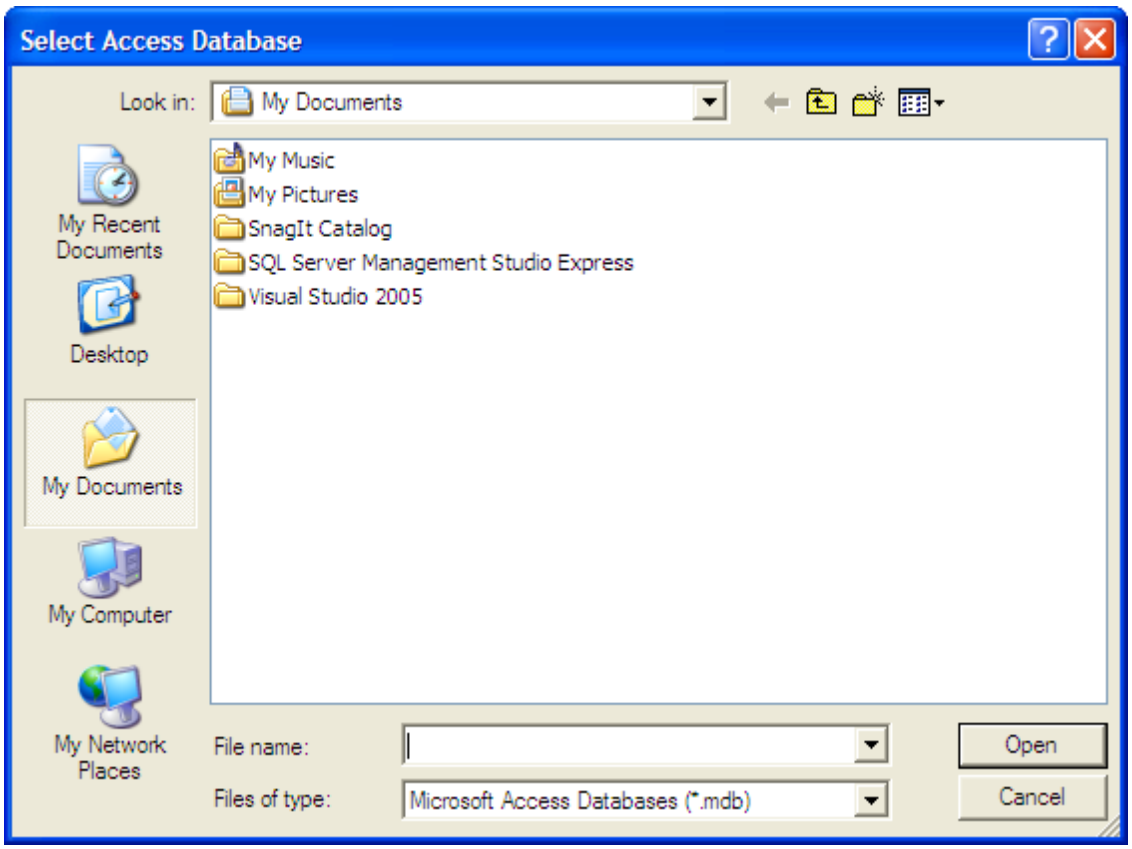

Figure 9.4-5. Selecting the database file in the file selection dialog box
b. Click the "…" button to open the standard dialog box for file selection (Figure 9.4-5).